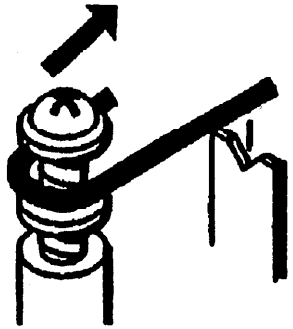

Рис. 3. Установка нити коротрона переноса и регулировка натяжения
2. (Рис. 3): Продеть провод в пазы на каждой стороне блока и обвернуть свободный конец на 3/4 вокруг винта, как показано на рисунке. Винт не завинчивать до тех пор, пока не установится необходимое натяжение.